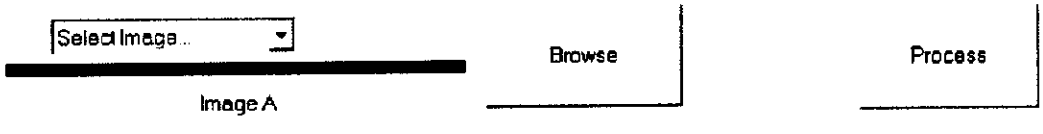

**Figure 5-15 Browse**
2. After selecting the image type, click the **BROWSE** button next to the pull down menu (*Figure 5-15 Browse, page 20*). (Clicking the **BROWSE** button before selecting the image type will cause an error message to appear on the bottom of the window.)